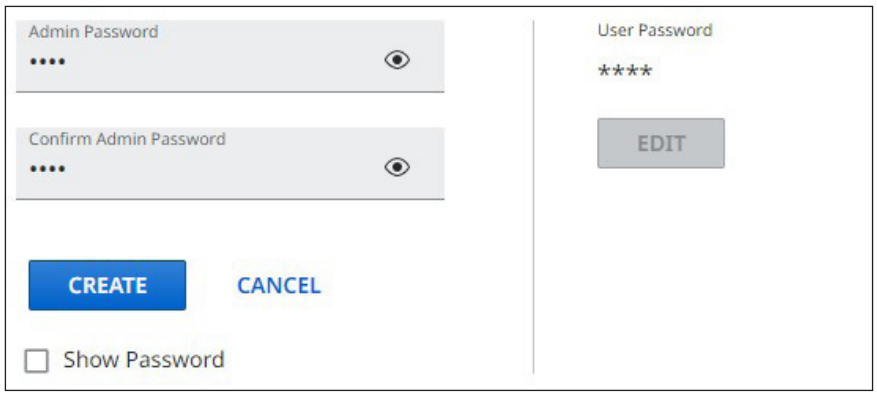

Figure 34. Roles and Permissions Panel
1. Click **`EDIT`** in the `Roles and Permission` panel. The editable fields are displayed (see figure 34).